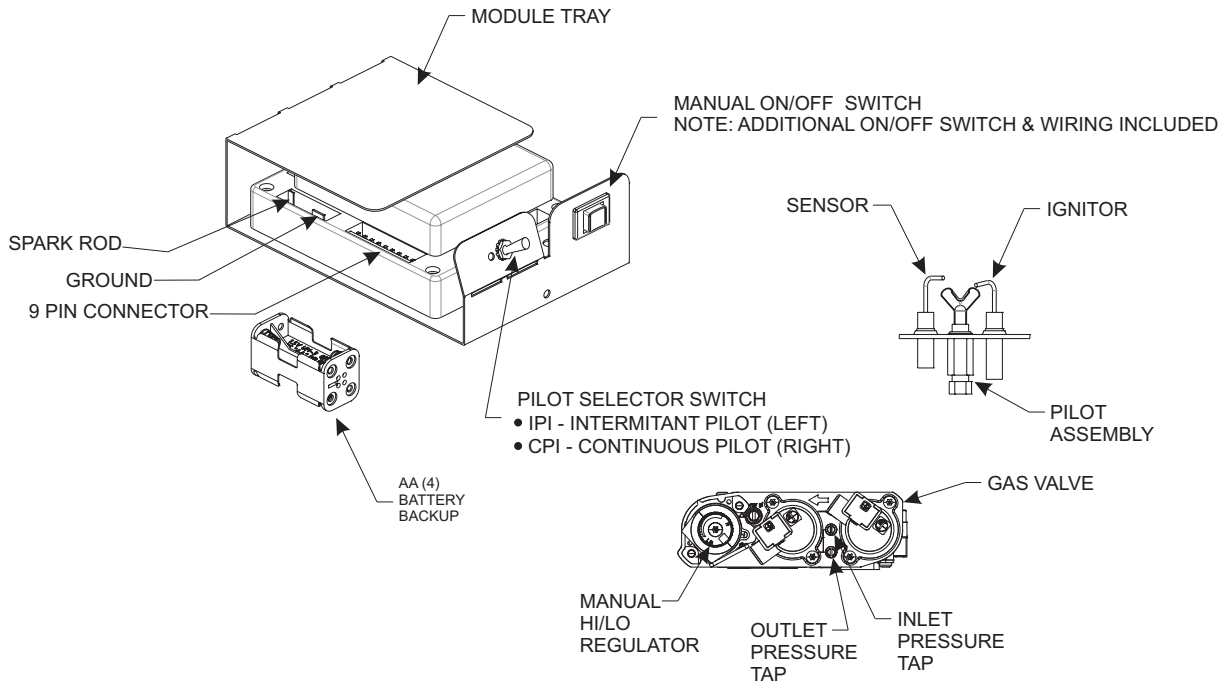

Figure 78
NOTICE: A small toggle switch on the front of the module tray that is used to switch from IPI (left) to the CPI (right). **See Figure 78.**
3. The gas valve has inlet and outlet pressure taps as shown in **Figure 78.** Refer to pages 8 and 17 for gas pressure requirements.
NOTICE: The gas control has a manual HI/LO flame adjustment knob (regulator) that allows you to increase or decrease the height of the burner flame. **See Figure 78.** Rotate the HI/LO knob counterclockwise to “HI” to increase the flame height, and clockwise to “LO” to decrease the flame height.
To connect the remote receiver to the appliance, first disconnect the ON/OFF switch wires from the white and green wire connectors and connect the wires from the remote receiver to the green and white wire connectors. **See Figure 78.**